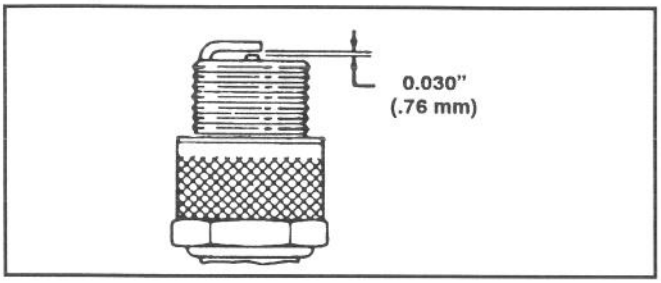

Abbildung 17
3. Den Luftspalt auf 0,76 mm einstellen (Abb. 17). Die auf den korrekten Abstand eingestellte Zündkerze mit einer Dichtungsscheibe versehen und auf 19 N·m anziehen.